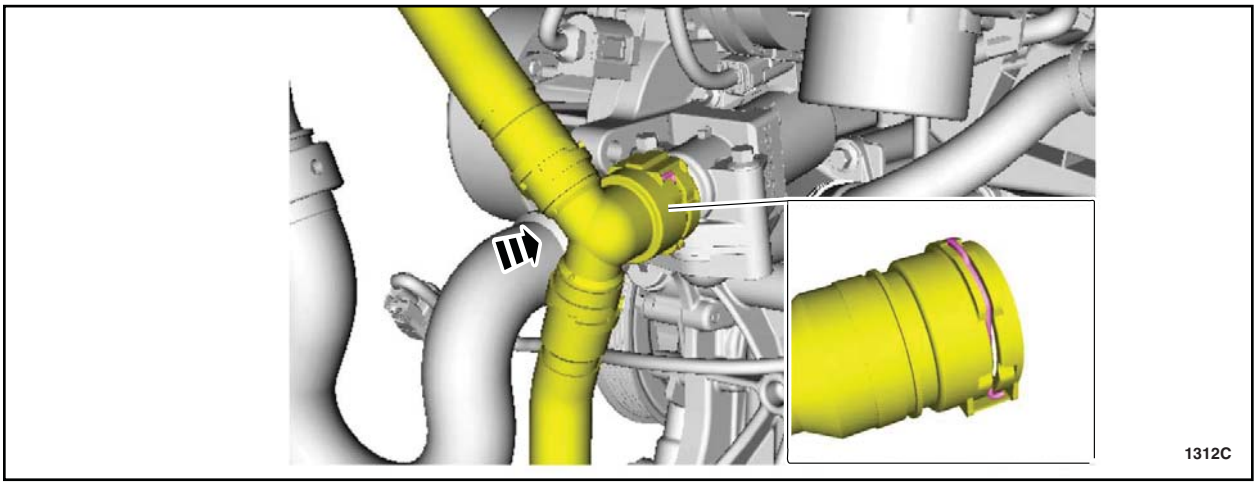

FIGURE I5
11. Connect the quick connect T-fitting to the coolant shutoff solenoid valve. See Figure I5.